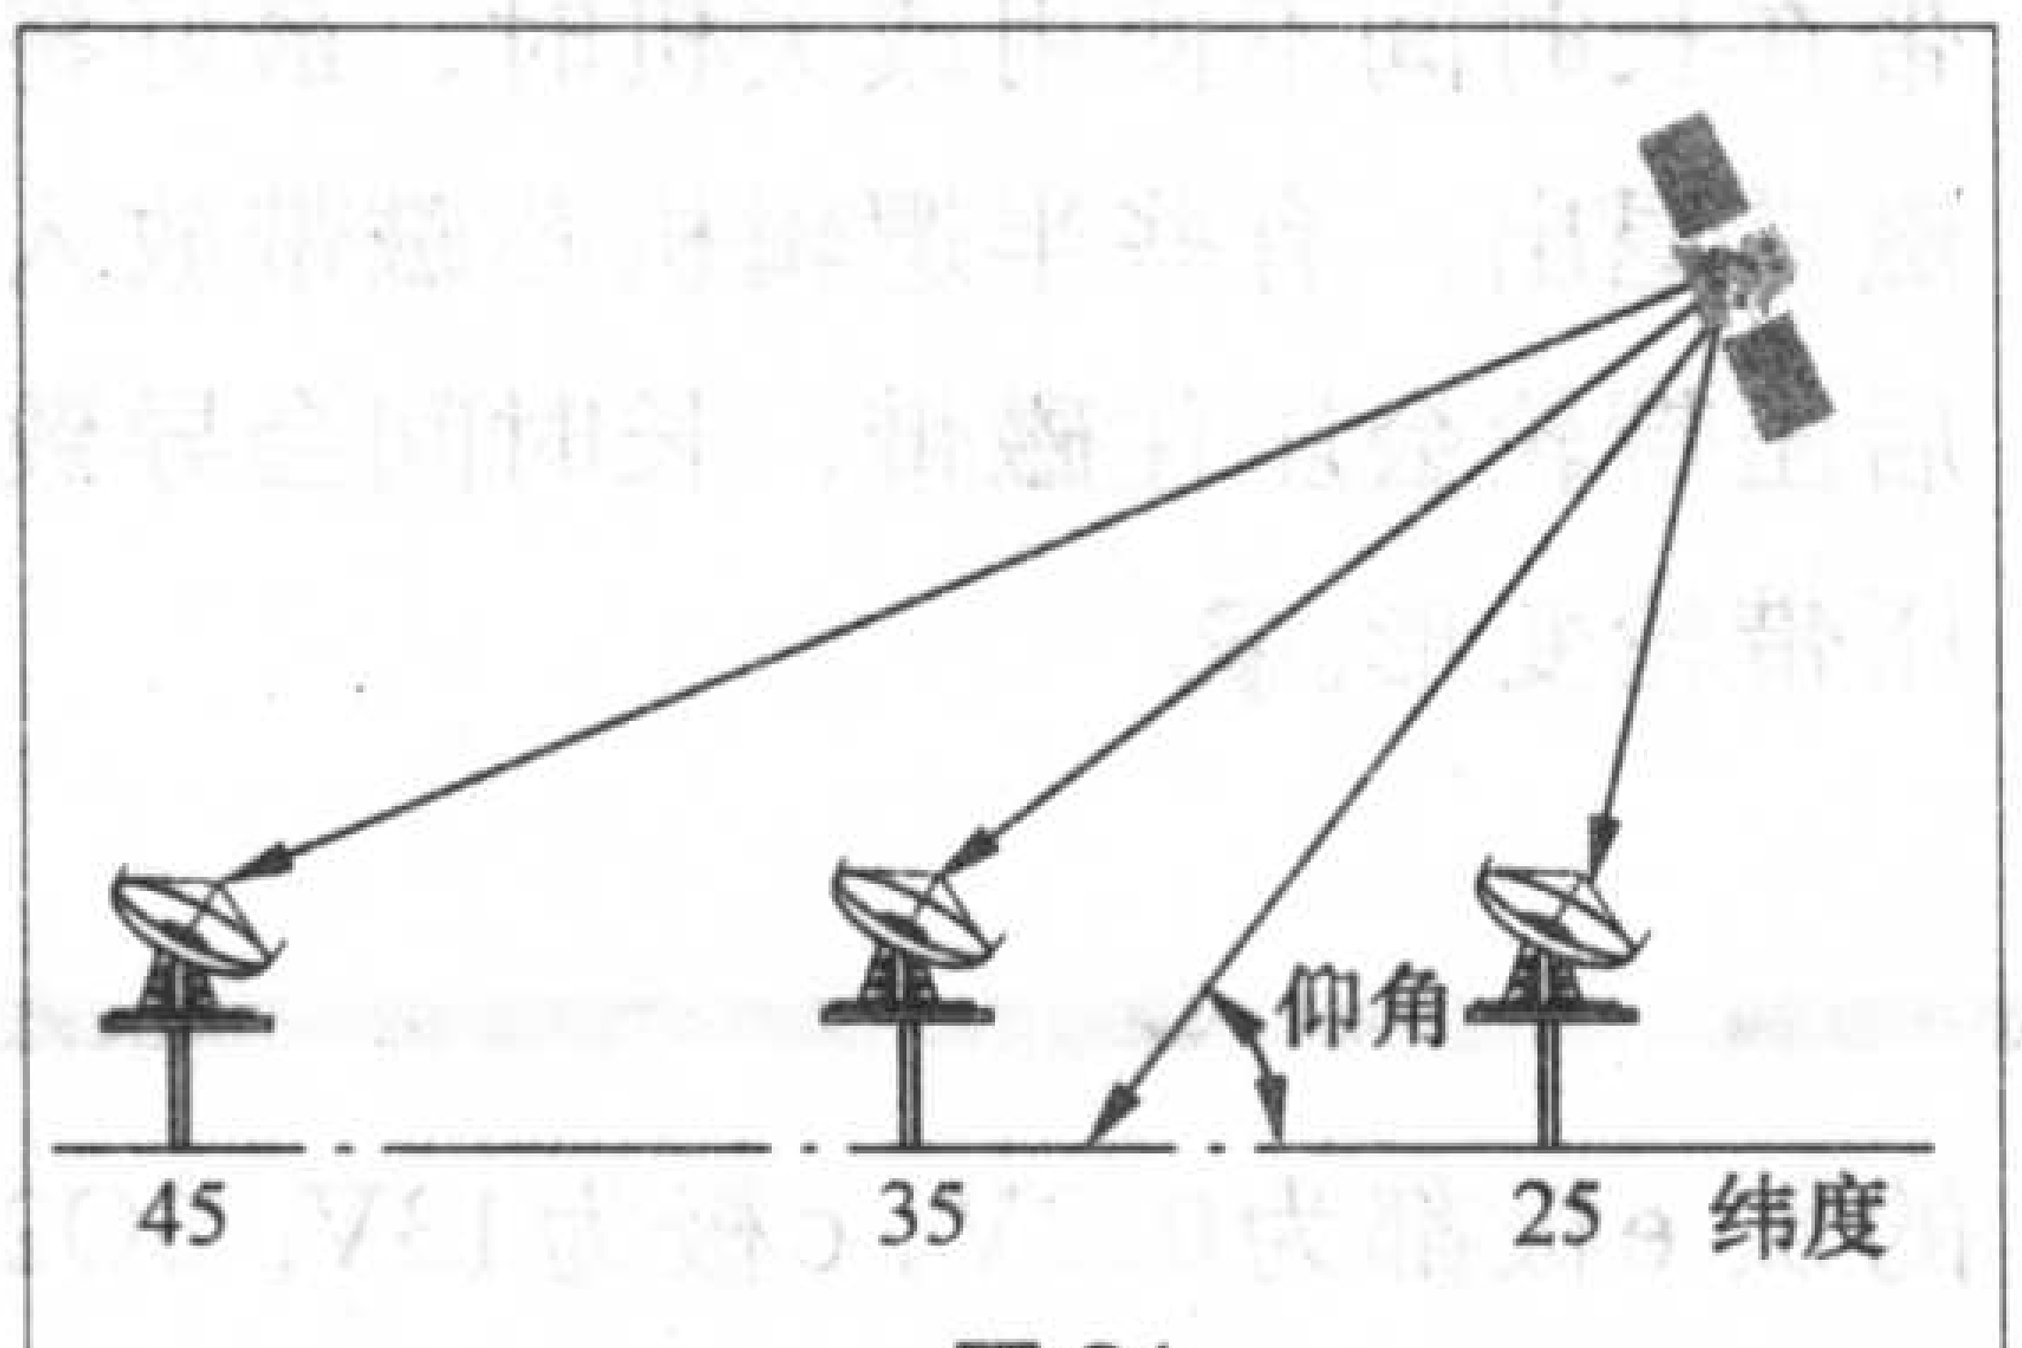

图21
2. 对于接收同一颗卫星来讲，接收地纬度越低，仰角就越大（见图21）。